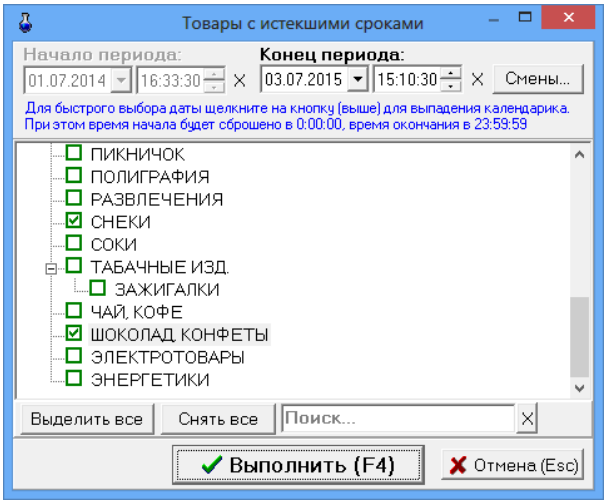

Рис. 92
- товары с истекшими сроками по наименованию. Выберите нужный отчет. В появившемся окне (рис.92) задайте период, категории\подкатегории товаров с истекшим сроком годности и нажмите «Enter». На экране появится отчет со списком товаров с истекшим сроком годности (рис.92а).
Рис.92а